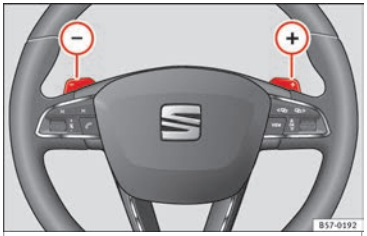

Fig. 183 Steering wheel: automatic gearbox levers
– Press the gearshift paddle ⊕ to select a higher gear ››› **Fig. 183**.